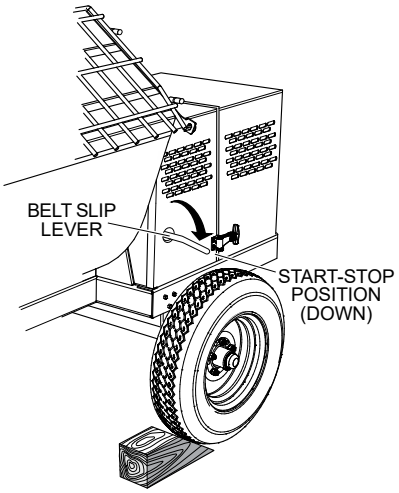

Figure 23. Belt Slip Lever (START/STOP Position)
6. Place the belt slip lever in the **START/STOP** (disengaged) position. See Figure 23.